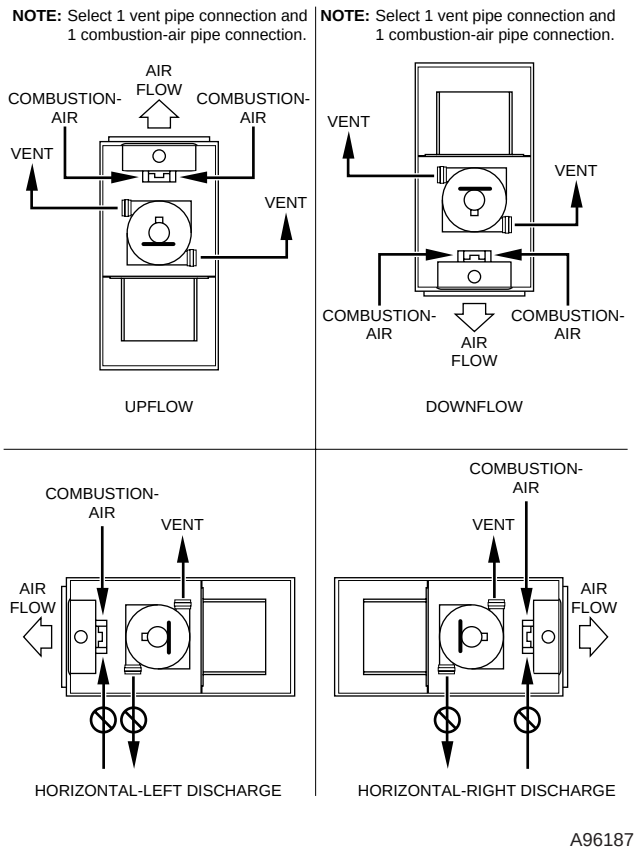

**Fig. 33—Combustion-Air and Vent Pipe Connections**
Furnace combustion-air and vent pipe connections must be attached as shown in Fig. 33. Combustion-air intake plug fitting and inducer housing alternate vent cap may need to be relocated in some applications.
a. Determine location of combustion-air intake pipe connection to combustion-air intake housing as shown in Fig. 33 for application.
a. Determine location of vent pipe connection to inducer housing as shown in Fig. 33 for application.